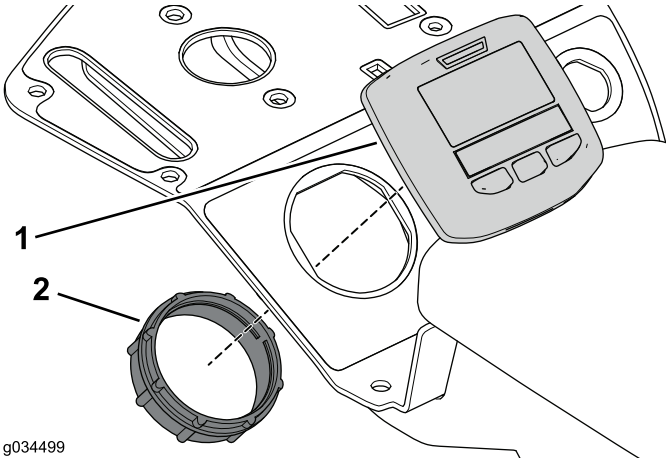

Figura 10
1. Rimuovete l'anello di fissaggio per rimuovere il display dal gruppo consolle (Figura 10).